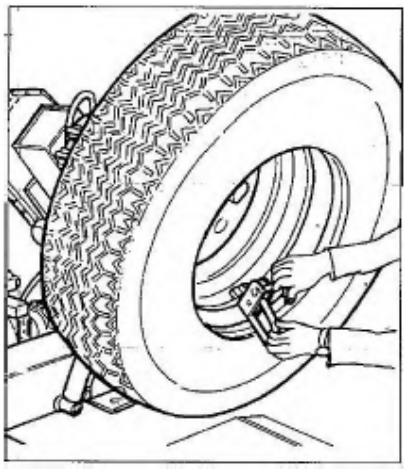

Рис. 24
8) Извлеките зажим и переместите его в положение «стрелки на 6 часов» во внешней плоскости второго борта (см. рис. 24).
11) Прикрепите зажим внизу (в положении «на 6 часов») снаружи второго борта (см. рис. 24).